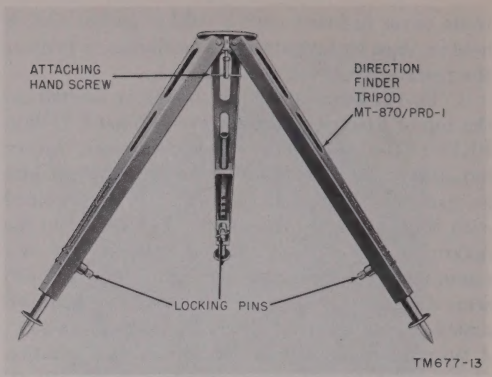

Figure 13. Direction Finder Tripod MT-870/PRD-1.
b. Direction Finder Tripod MT-870/PRD-1. The tripod (fig. 13), which is constructed of aluminum is used to support the receiver and Antenna AS-536/PRD-1 together with the power supply unit (Dynamotor-Power Supply DY-79/PRD-1 or Battery Box CY-947/PRD-1). The inclination of the legs of the tripod can be adjusted to a maximum angel of 35° measured from a vertical line through the center of the tripod. The lengths of the legs are continuously adjustable from 28½ inches to 36½ inches.
b. Place the points of the tripod legs (fig. 13) on the ground and adjust them for maximum inclination (about 35° with the vertical).